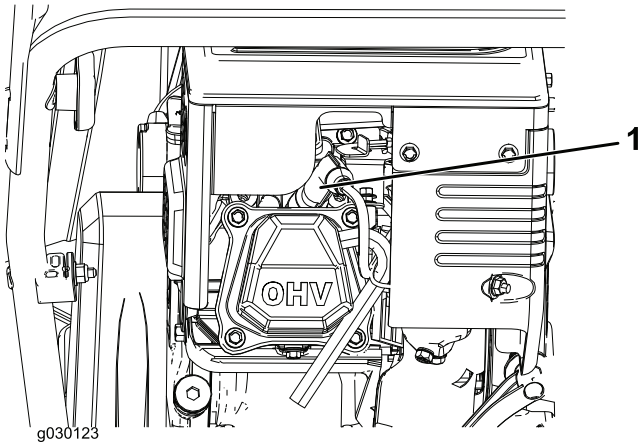

Rysunek 22
1. Zdejmij osłonę (Rysunek 22).